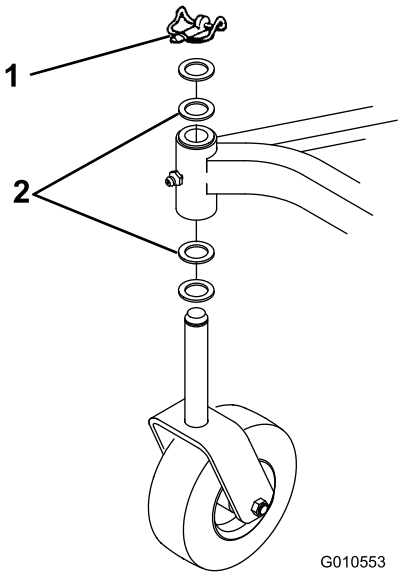

Figuur 18
4. Sla een drevel in de boven- of onderkant van de bevestigingsbuis en tik de lagerbus uit de buis (Figuur 18). Tik ook de andere lagerbus uit de buis. Reinig de binnenkant van de buizen.